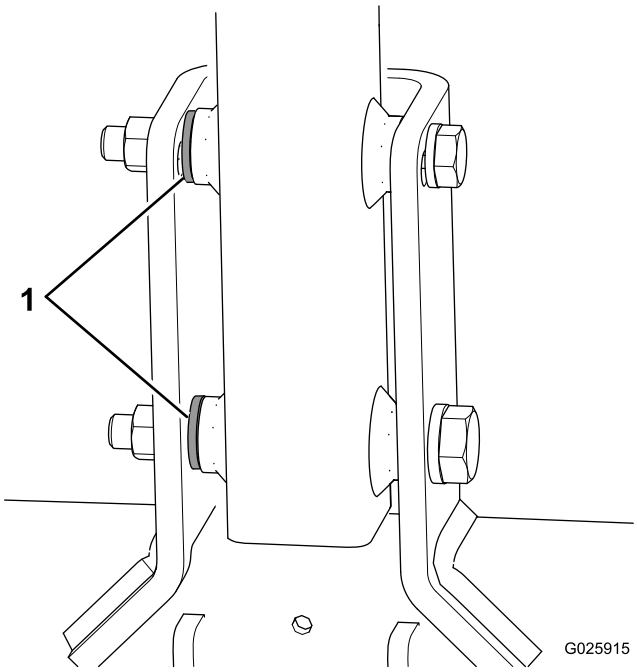

图5
- 如果您的机器每个螺栓都随附第 3 个垫圈，请把第 3 个垫圈用作挂钩与挂钩枢轴支架之间的隔片 （图5）。